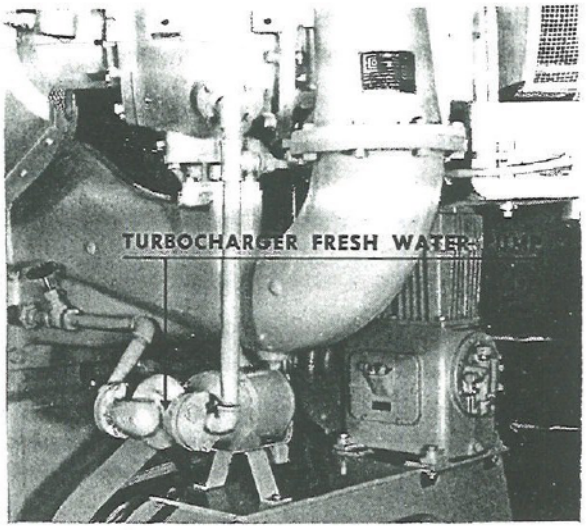

Fig. 26. Water Pump Serving Turbocharger
33. TURBOCHARGER COOLER. a. The turbocharger unit draws fresh water from the engine jacket cooling system for cooling. The electric motor driven centrifugal pump is shown in Fig. 26. This supplies water to the unit. The water is drawn out of the main jacket water header in the engine. After completing its work in the turbocharger it is returned to the surge tank.